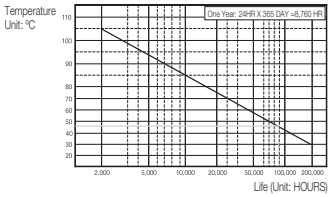

Figure 1
6. As shown in the Figure 1, the temperature inside the rack and around the DVR should maintain between 0°C ~ 40°C (32°F ~ 104°F).